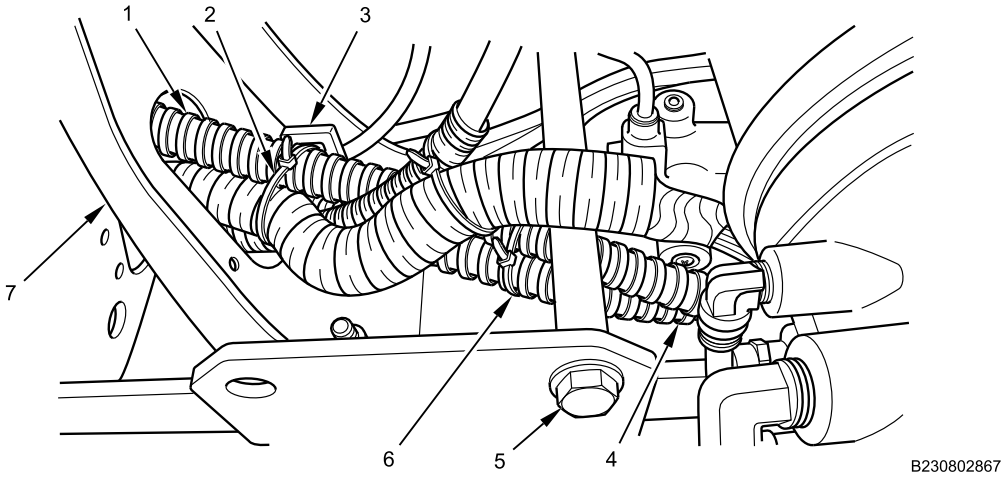

Figure 13. Transfer Case Oil Cooler Hose Routing.
11. Route oil cooler hoses (Figure 13, Item 1 and 4) behind body mount bolt (Figure 13, Item 5).
12. Route oil cooler hoses (Figure 13, Item 1 and 4) through frame crossmember (Figure 13, Item 7).
13. Install new cable lock strap (Figure 13, Item 2) on harness bundle retainer (Figure 13, Item 3) and oil cooler hose and harness bundle.
14. Install new cable lock strap (Figure 13, Item 6) on oil cooler hose (Figure 13, Item 1 and 4) bundle.